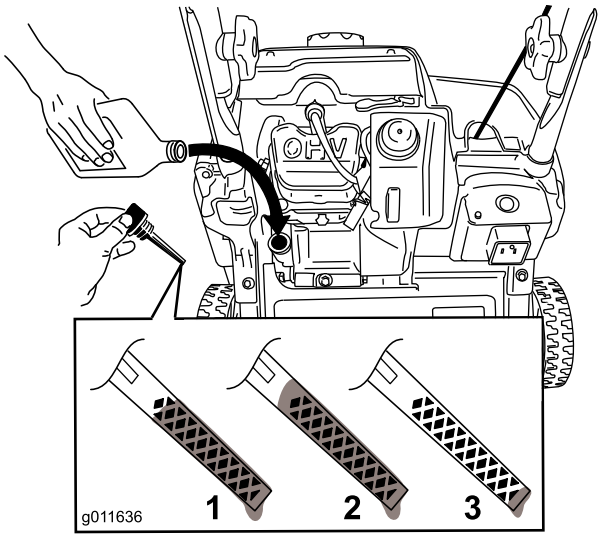

Figur 7
2. Rengör runt oljepåfyllningslocket (Figur 7).
Obs: Information om rätt oljenivå på oljestickan finns i Figur 7.
Obs: Fyll på olja i vevhuset tills oljestickan visar rätt oljenivå i enlighet med Figur 7. Om du fyller på för mycket olja i motorn tar du bort överflödig olja i enlighet med avsnittet Byta ut motoroljan.